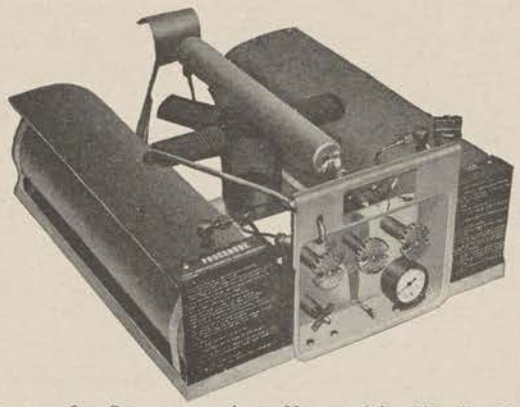

Figure 48. Set, conversion, No. 2 (simplified) (65–J–2377), installed.
a. GENERAL DESCRIPTION. (1) A conversion set (set, conversion, for unit, fire, range, field, M1937, set No. 2 (simplified)) is now being issued to replace the original filter, and filter assembly and generator on the M1937 fire unit (see fig. 48). The new combination generator-filter is a steel tube filled with steel wool and sealed. A set consists of three conversion generator-filters, one for current operation and two spares, together with the necessary fittings.
approximately as shown in figure 48. The nut on the end of the tube should be in line with the front generator tube when the generator is in place.